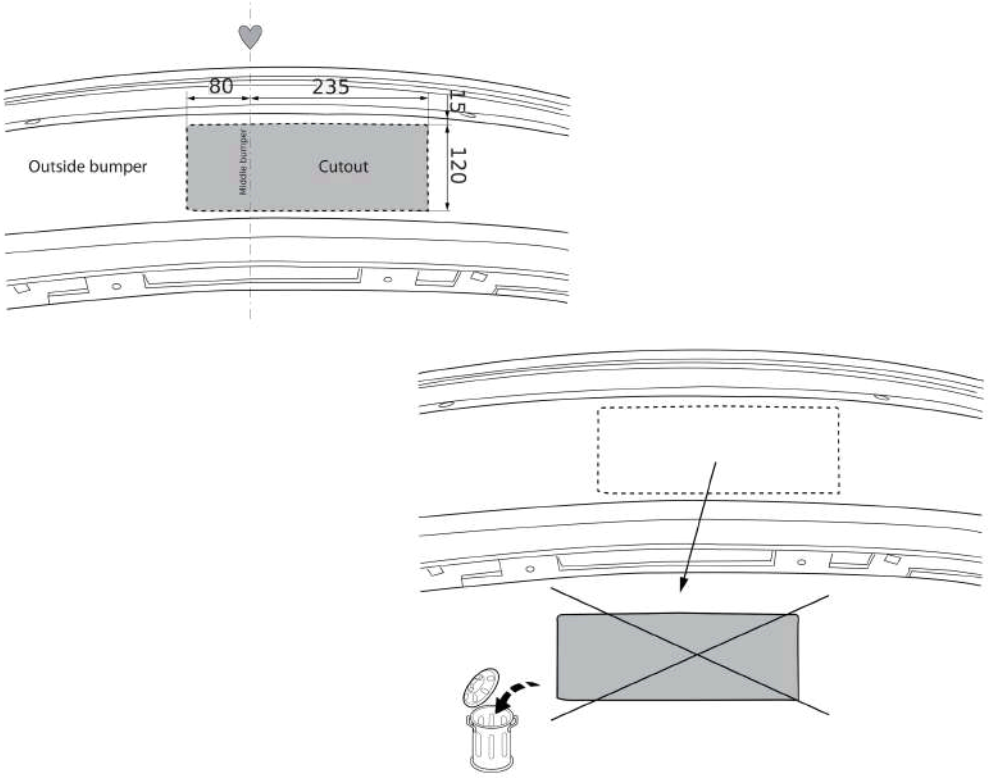

Fig. 10
9. Please note. If necessary: Saw out the portions as indicated in fig. 10,11,12 &13.
9. Hinweis (soweit erforderlich): Gemäß Abb. 10,11,12 &13 die angegebenen Teile heraussägen.
9. Attention, si nécessaire: Scier les parties indiquées conformément à la figure 10,11,12 &13.